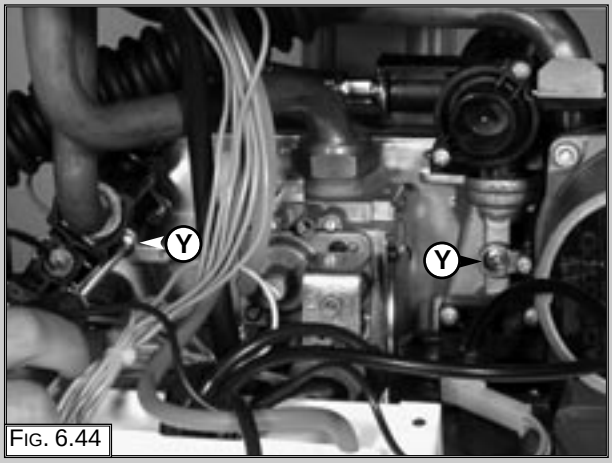

Fig. 6.44
1. Remove the screws "Y" (Fig. 6.44);